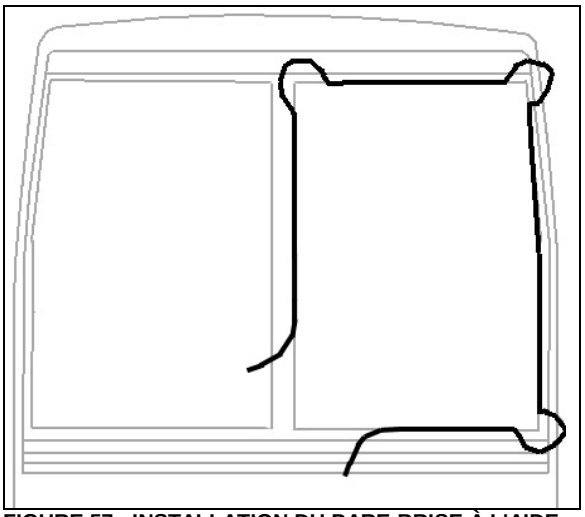

FIGURE 57 : INSTALLATION DU PARE-BRISE À L'AIDE D'UNE CORDE
2. Insérer une corde dans la pièce extrudée en laissant assez de longueur à chaque extrémité pour faire une boucle. Vaporiser de l'eau savonneuse sur la corde et la pièce extrudée en caoutchouc (Figure 57).